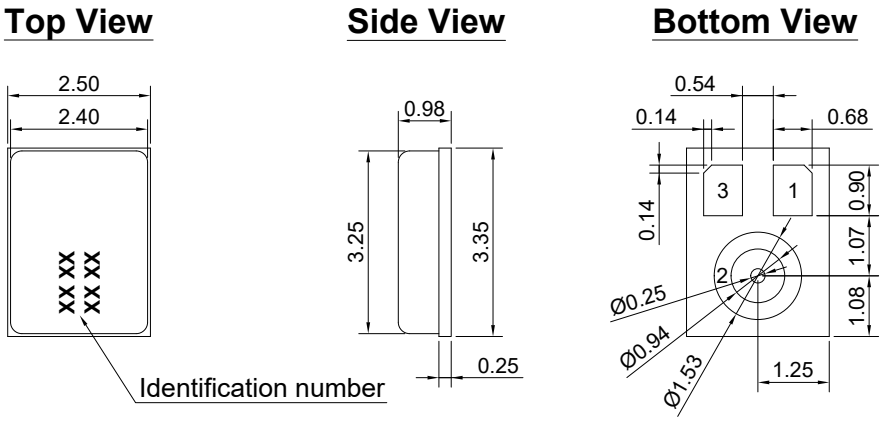

Figure 8. Mechanical Layout of SMO06C-38
6.3.1. Layout and Dimension : See Section 9, Figure 8